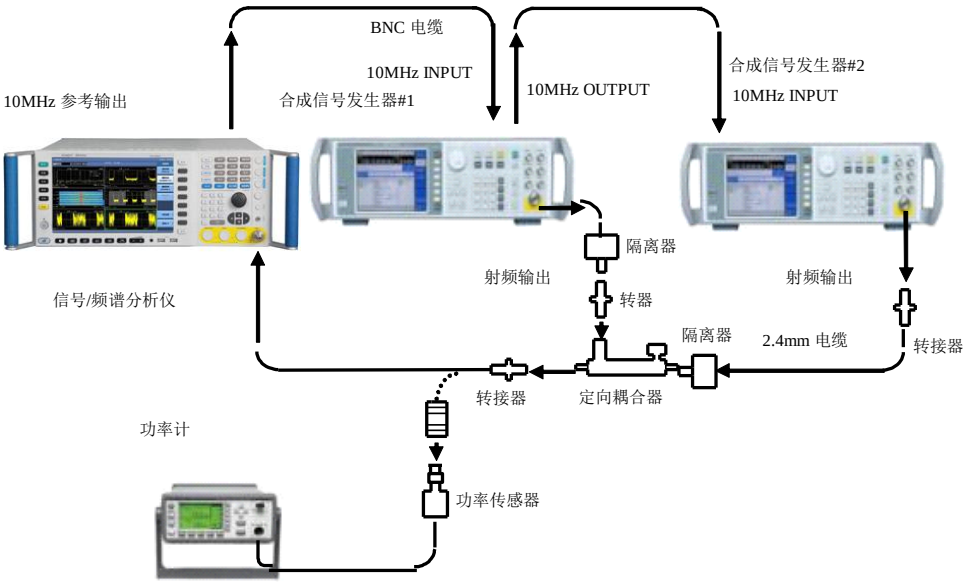

图8.18 三阶交调失真测试示意图（4GHz～50GHz）
19) 如图 8.18 连接仪器，用毫米波定向耦合器代替图 16 中射频定向耦合器。